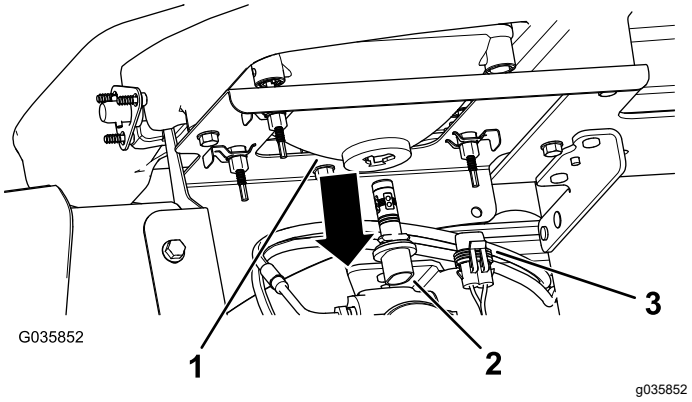

Figuur 43
3. Maak de elektrische aansluiting voor de kabelboom los van de lampaansluiting aan de achterkant van de behuizing van de koplamp (Figuur 43).
4. Draai de lamp een kwartslag linksom en duw ze naar achteren, uit de behuizing van de koplamp (Figuur 43).
5. Monteer de nieuwe lamp en de nieuwe behuizing voor de koplamp; lijn de lipjes van de lamp uit met de sleuven in de behuizing van de koplamp (Figuur 43).
6. Bevestig de lamp door deze een kwartslag rechtsom te draaien (Figuur 43).
7. Koppel de elektrische aansluiting voor de kabelboom aan op de aansluiting van de nieuwe lamp (Figuur 43).